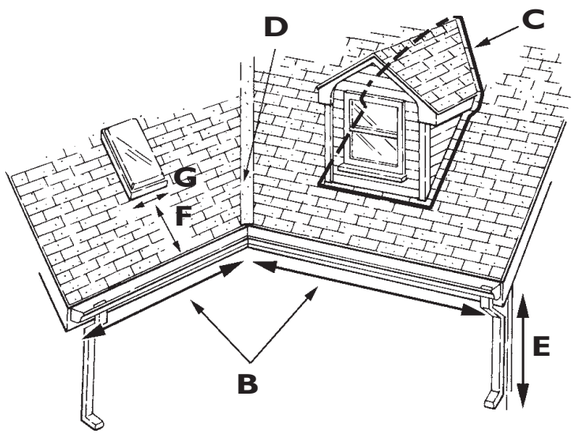

Figure B-3. Roof Measurements
STEP 1. For each area listed in Table B-5, measure the required dimensions (see Figure B-1 on page 20 and Figure B-3) and calculate the length of cable needed. Add each "area" calculation to determine the total cable length needed.